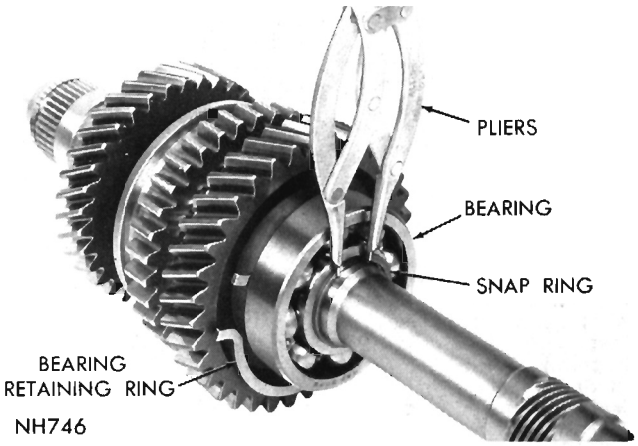
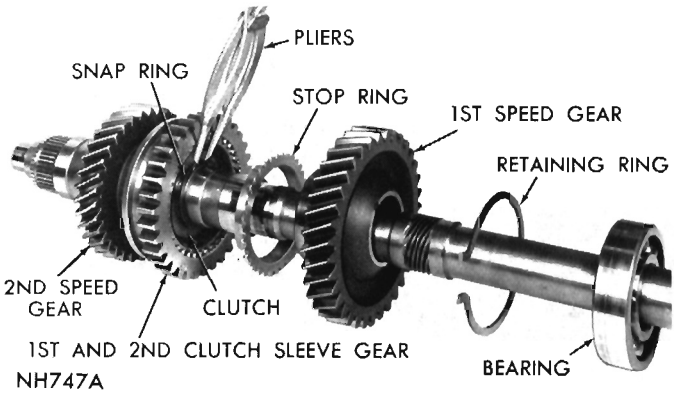

Fig. 25—Removing or Installing Mainshaft Bearing Snap Ring — Rear
Fig. 26—Removing or Installing Clutch Gear Snap Ring
(10) Remove bearing, bearing retainer ring, 1st speed gear, and first speed stop ring from the shaft.
(11) Remove snap ring that retains 1st and 2nd clutch sleeve gear and clutch to mainshaft (Fig. 26). Slide 1st and 2nd clutch sleeve gear and clutch from mainshaft. (Do not separate clutch sleeve gear and clutch, unless inspection reveals a replacement part is required.) Remove 2nd speed gear.
(1) Slide second speed gear over mainshaft (synchronizer cone toward rear) and down against shoulder on shaft (Fig. 26).
(2) Slide first and second clutch sleeve gear assembly including 2nd gear stop ring over mainshaft (with shift fork slot toward front) and against second speed gear. (Be sure stop ring is indexed with shift struts.) Install a new snap ring to secure (Fig. 26).
(3) Slide low gear stop ring over shaft, position and index with shift struts.
(4) Slide first speed gear (synchronizer cone toward clutch sleeve gear just installed) over mainshaft into position against clutch sleeve gear.
(5) Install mainshaft bearing retaining ring, followed by mainshaft rear bearing. Using an arbor and a suitable tool, drive or press bearing down into position. Install a new snap ring on shaft to secure (Fig. 25). This snap ring is a select fit for minimum end play.